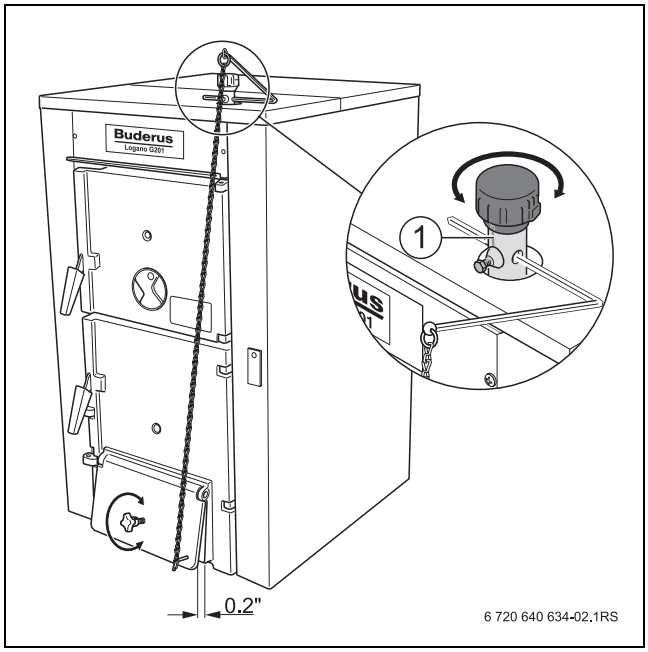

Fig. 6 Ajustar el regulador de tiro
- Ajustar el regulador de tiro en la marca roja (70 °C) (→ fig. 6) o en función de la temperatura exterior según la tab. 4.